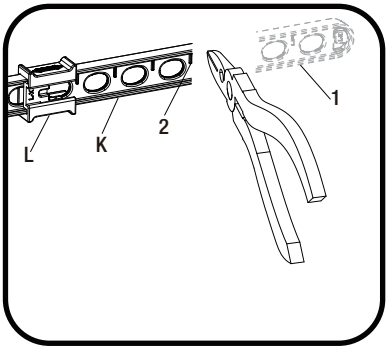

Fig 2
- Une fois que vous avez identifié le bon trou de la sangle de la tige de levage (K) nécessaire à votre installation, vous pouvez coupez la portion inférieure (1) de la sangle de la tige de levage (K) en la cassant avec des pinces ou en la coupant avec une scie au point de coupe (2) comme illustré sur la Fig. 2. Veillez à ce que la pince (L) ne glisse pas de la sangle de la tige de levage (K).